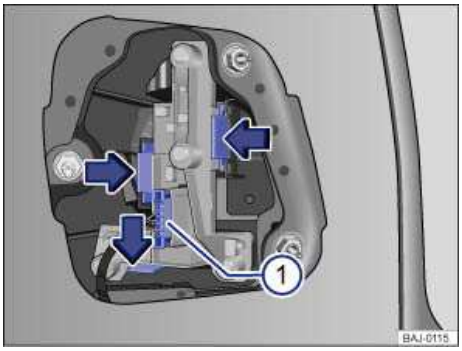

**Fig. 199** In the side of luggage compartment: Removing the bulb holder.
| 4. | Detach connector plug ⇒ fig. 199 (1) from the bulb holder. |